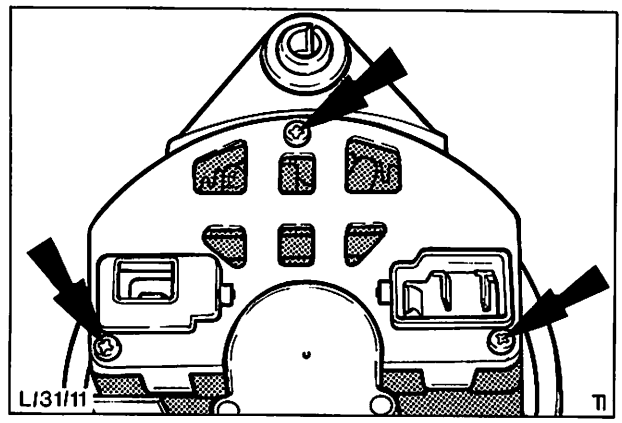

Abb. 87 Befestigungsschrauben – Deckel
26. Deckel anbringen und mit Schrauben sichern, Abb. 87.